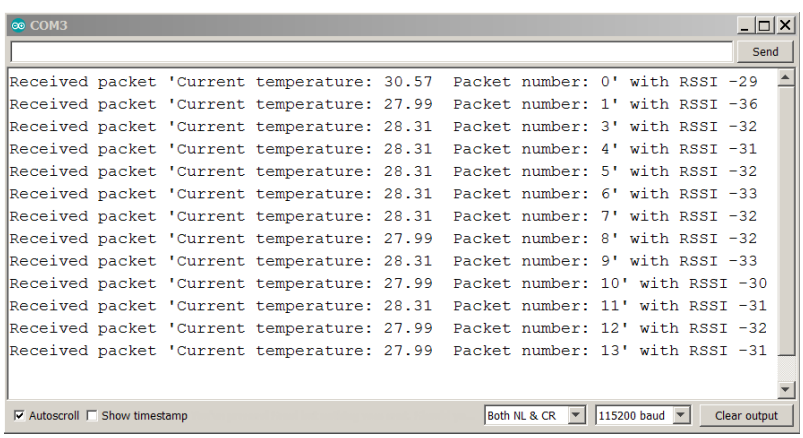
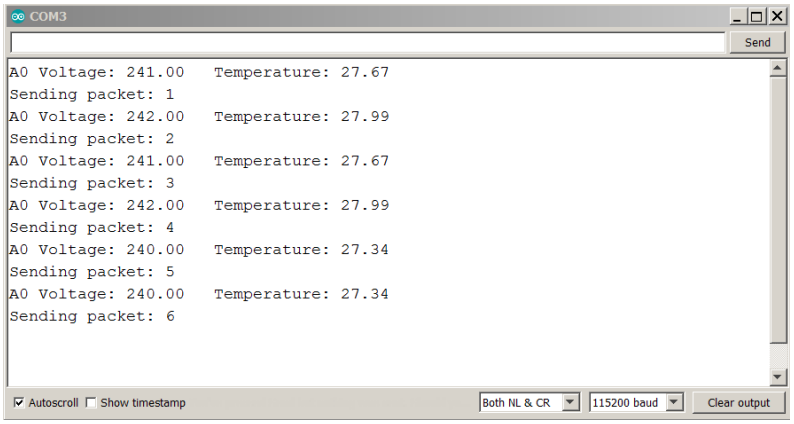

Figure 7: LoRa receiver printing out temperature data that was sent over LoRa.
Figure 8: LoRa transmitter printing the temperature data to the serial monitor and confirming the sending of the data.
- The code below is used for the new TMP36 temperature transmitter, while the receiver code remains unchanged. It's simply a matter of reading the analog input, converting to temperature, adding the data to the packet, and sending the packet. As can be seen in Figure 7 and Figure 8, the system works very well at transmitting the data, but I question the temperature value and think my TMP36 needs calibration.